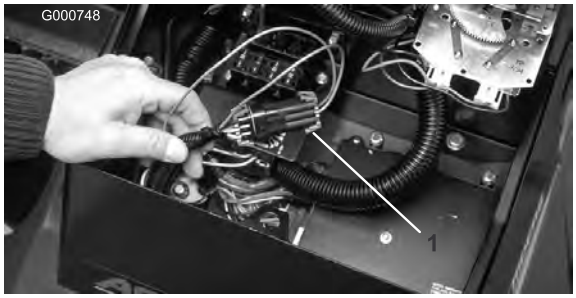

Figura 38
2. Abra a tampa do painel de controlo. Localize o conector dos fios e do circuito. Com cuidado, desligue o conector do circuito do conector dos fios (Figura 38).